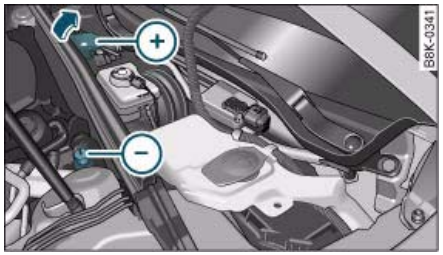

Fig. 259 Engine compartment: Terminals for jump leads and battery charger
– Open the red cap on the positive terminal ⇒ fig. 259.